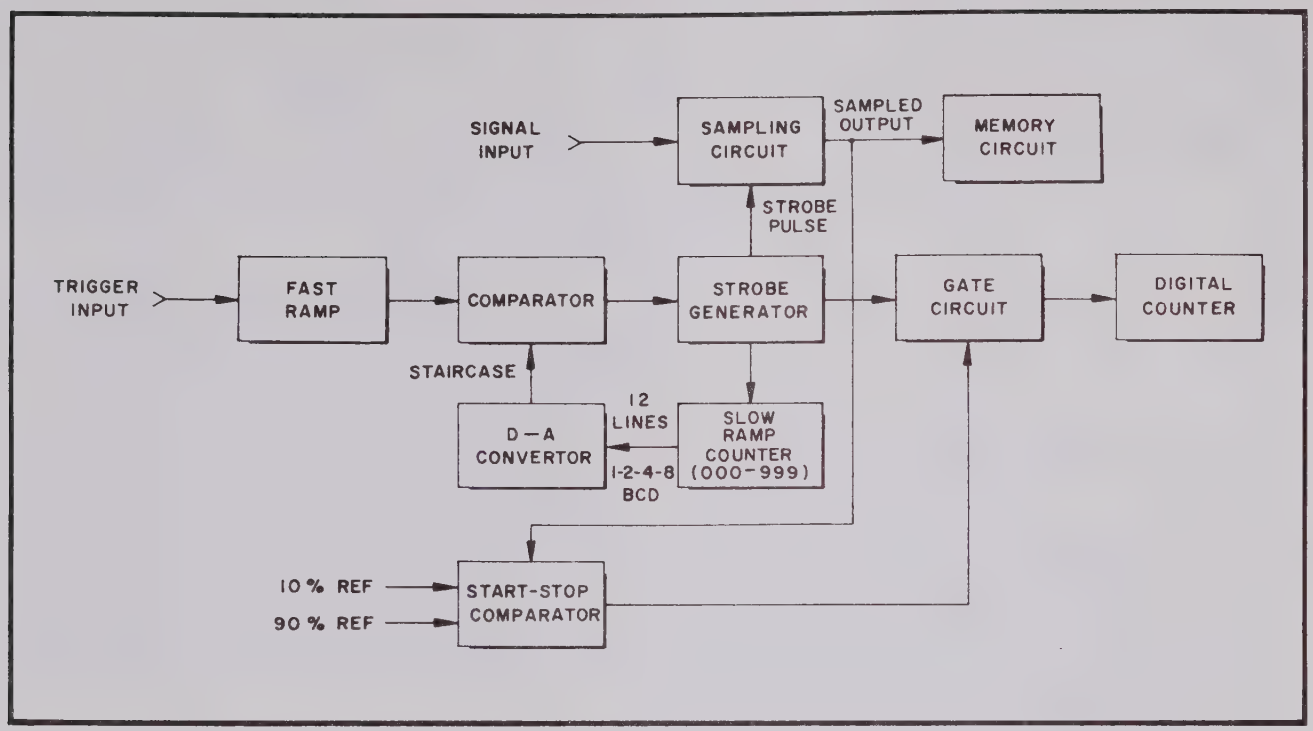

Figure 3-7 Digital Measurement System
b. Digital Measurement System. The connections described in Section 3-2a allow a visual presentation of the sampled waveform. In the System 1010 this is carried further, by using the digital nature of the circuits for digital analysis. It has been previously stated that one step on the slow ramp represents a fixed time difference between points on the sampled waveform. If the number of steps between two points on the waveform are counted digitally, exact time differences can be determined. In the previous example, a fast ramp slope of 100 mV/ns and a slow ramp step increment of 100 mV produced an equivalent time between samples of 1 ns. Assume that a time measurement of the 10-90% risetime of the waveform is required. If the number of samples between the two levels is counted, the required measurement is accomplished. Of course, the next problem is the exact determination of the 10% point to begin counting and the 90% point to stop counting. Figure 3-7 shows this circuit in simplified form. For this measurement two complete sets of samples are required. Assume that the slow ramp is derived from three decimal counters capable of counting from 000 to 999. The output of the counters is connected to a digital-to-analog converter which converts the BCD output of the counters to an equivalent voltage. The output of this converter is a 1000-step staircase, with each step corresponding to one sample. The staircase output is connected to the comparator in the strobe generator circuit. The sampled output is also connected to two comparators